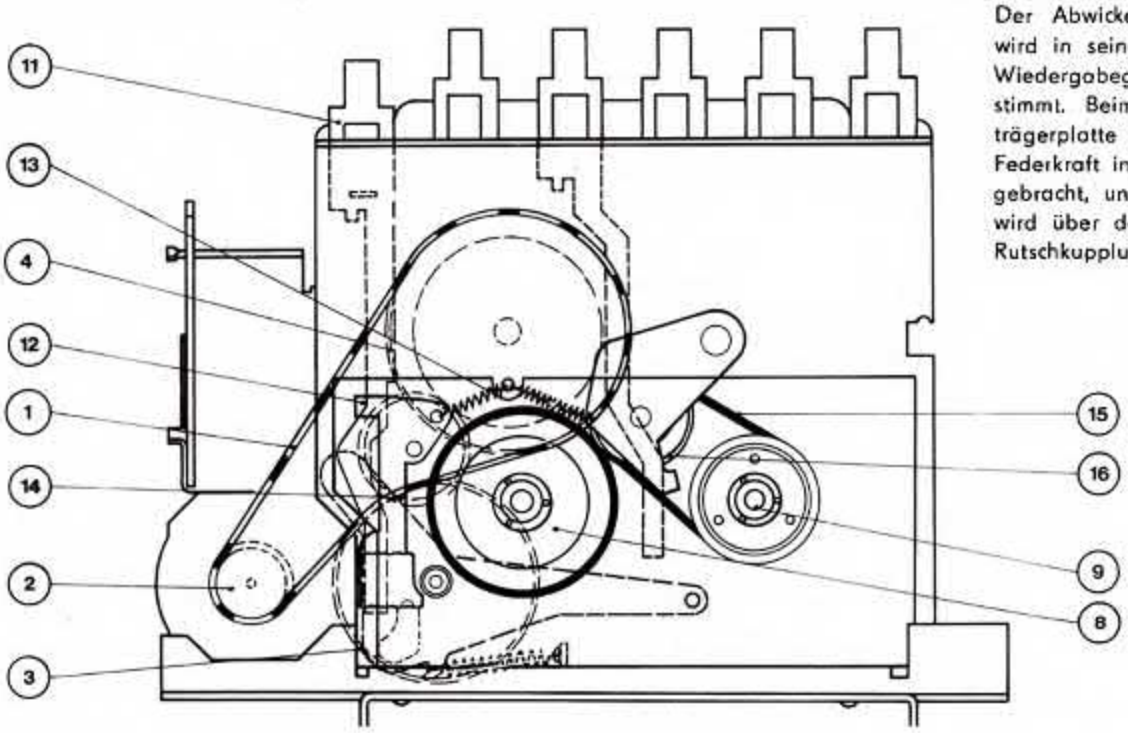

Bild 6.2.
6.1.2. Funktion „schneller Vorlauf" (Bild 6.2.)